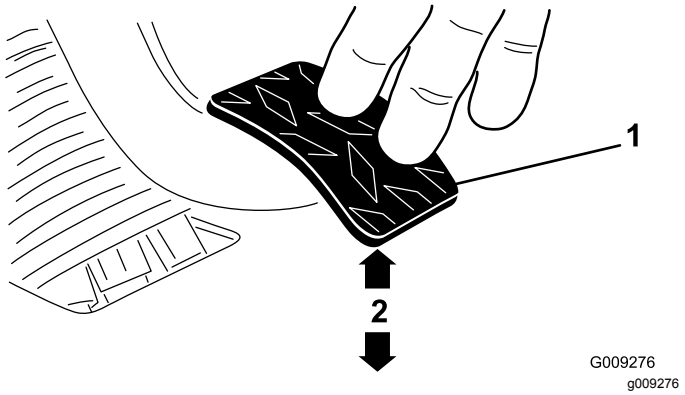

Figur 60
3. Juster kontramøtrikkerne eller kugleleddet, indtil bagsiden af koblingspedalens bagkant befinder sig 9,2 til 9,8 cm fra toppen af gulvpladens diamantmønster, når du trykker på pedalen med en kraft på 1,8 kg (Figur 60).